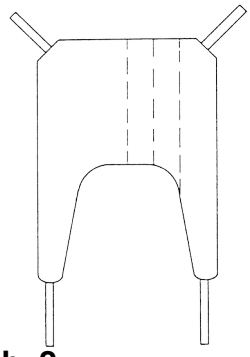

Abb. 2
- Den Gurt längs bis zur Hälfte einrollen (Abb. 2).